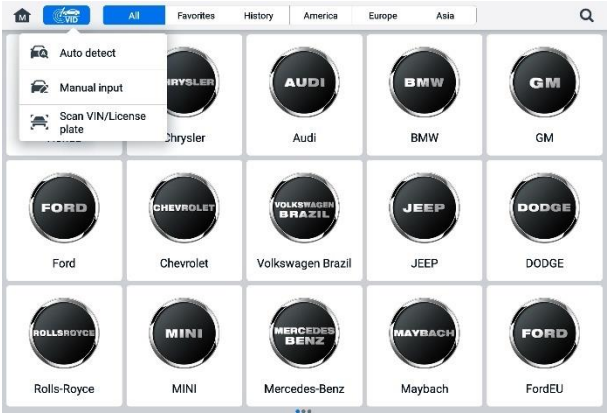

Figur 6-6 ***VID-knappskärm***
2. Tryck på **VID-**knappen i det övre verktygsfältet (se *Figur 6-6 VID-knappskärm*
Tryck på **Skanna VIN/Registreringsnummer senare** i rullgardinsmenyn (se *Figur 6-6 VID-knappskärm*öppnas kameran. På höger sida av skärmen, uppifrån och ned, finns tre alternativ tillgängliga: **Skanna streckkod, Skanna VIN** och **Skanna registreringsskylt.**